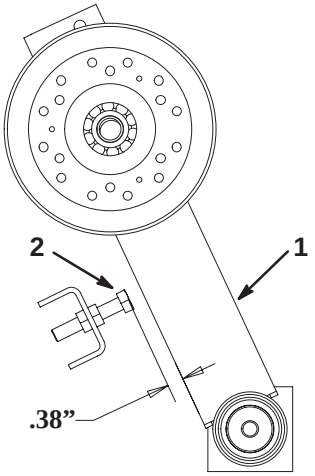

Figure 67
12. Check idler arm stop screw (Fig. 67). If distance between idler arm and stop screw is not approximately .38”, adjust as follows: